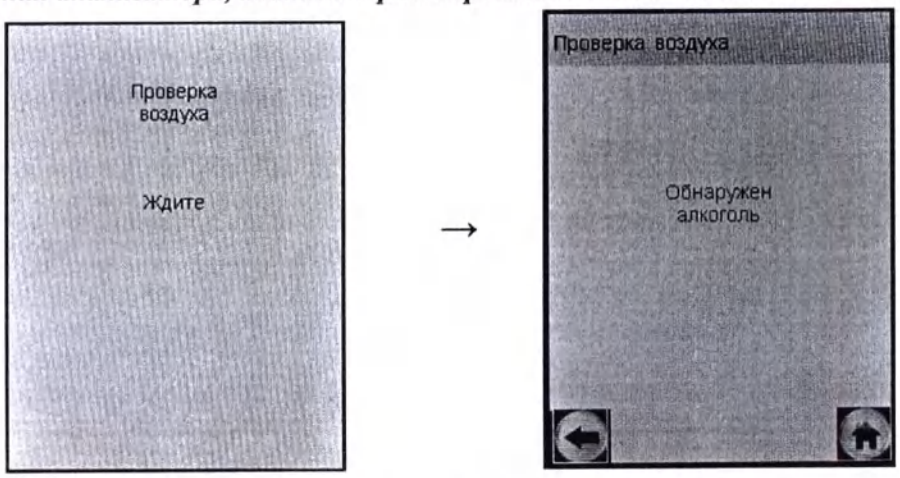

Рисунок 19 – В окружающем воздухе, мундштуке или в заборной системе обнаружены пары этанола
2.7.18 Если при выполнении 2.7.9 настоящего РЭ в окружающем воздухе, мундштуке или заборной системе анализатора будет обнаружен этанол или другие компоненты, которые могут оказать влияние на показания анализатора, то на экране появится сообщение «**Обнаружен алкоголь**» (рисунок 19, справа).